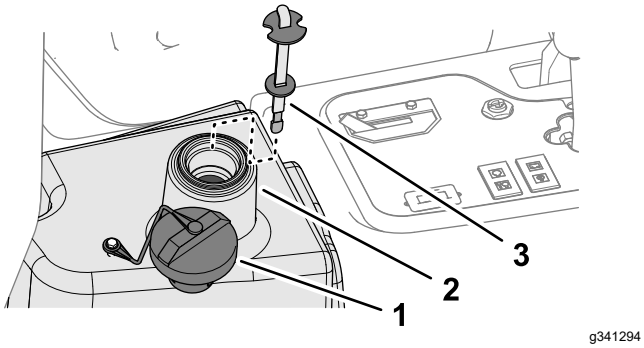

Rysunek 91
4. Napełnij zbiornik (Rysunek 91) ok. 22,7 litra świeżego oleju hydraulicznego; patrz Specyfikacja oleju hydraulicznego (Strona 63).